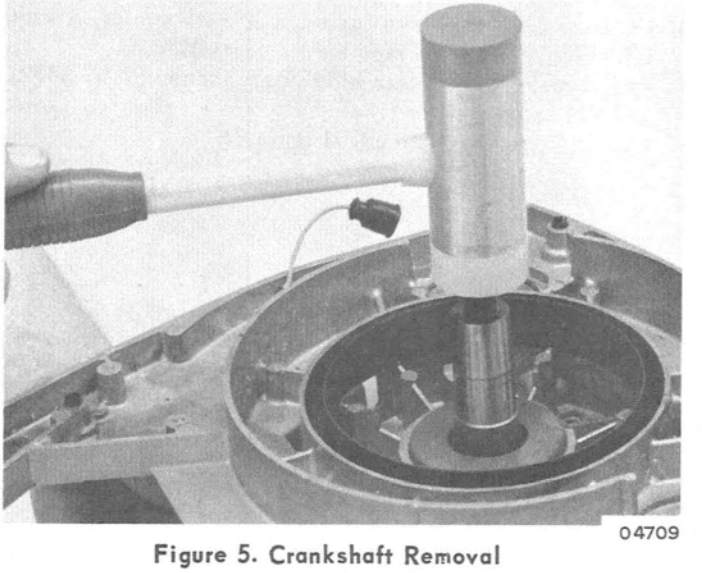

Figure 5. Crankshaft Removal
11. To remove crank shaft from fan side of crank case, heat bearing boss with propane to 210° to 280° F. Position assembly, as shown in Figure 5, and tap lightly with soft hammer. Drive crankshaft from crankcase. Use care not to drop crankshaft.